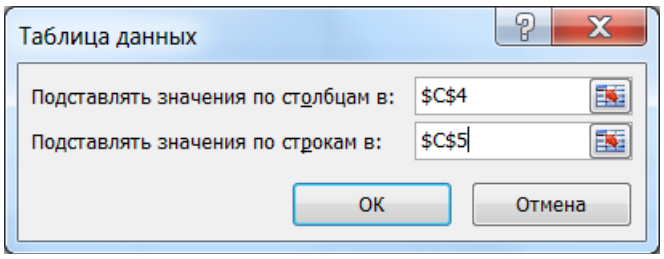

Рис. 4. Диалоговое окно «Таблица данных» (в других версиях может быть «Таблица подстановки»)
*6* Заполняем окно как показано на рис. 4: